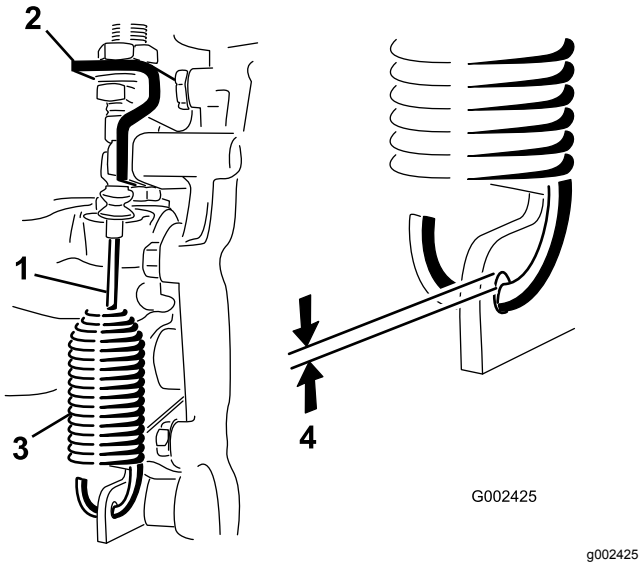

**Figuur 44**
2. Draai de contramoeren los waarmee de kabel van de differentieelvergrendeling vastzit aan de beugel op de transaxle (Figuur 44).